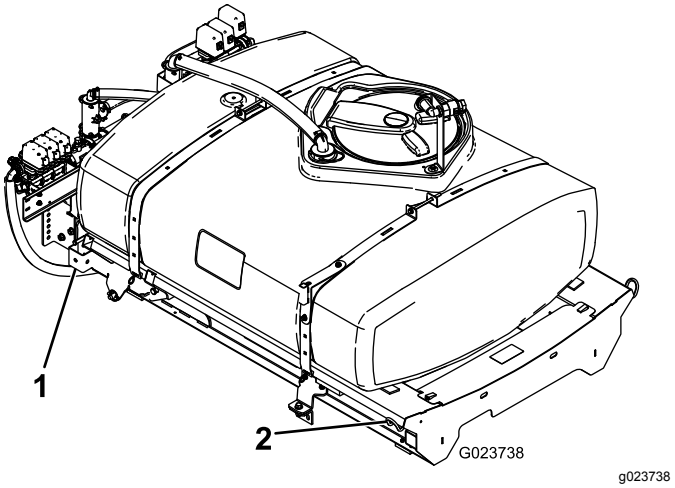

Figur 9
1. Brug et hejseapparat til at hæve tankplatformsenheden (Figur 9), og placer den over køretøjets stel med pumpe- og ventilenhederne vendt bagud.